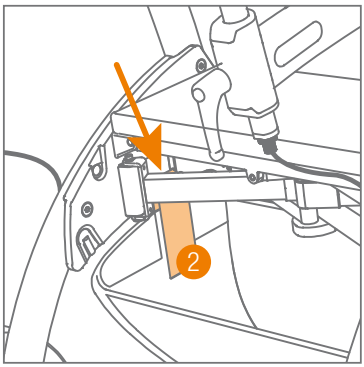

Figuur 4: Klittenband-lussen bevestigen.
d. Haal een brede lus door de uitsparing in de kunststof zijplaat, van buiten naar binnen. Zet de lus met het klittenband vast op de binnenzijde van de bagagetas. Doe hetzelfde aan de andere kant. **(Figuur 4)**.